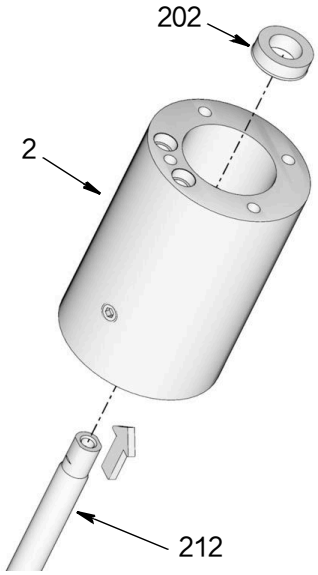

图 35
27. 使用位移杆 (212) 将封装的 U 形杯 (202) 推出泵适配器 (2)，方向如图 35. 丢弃 U 形杯 (202)。新的杯子包括在套件中。